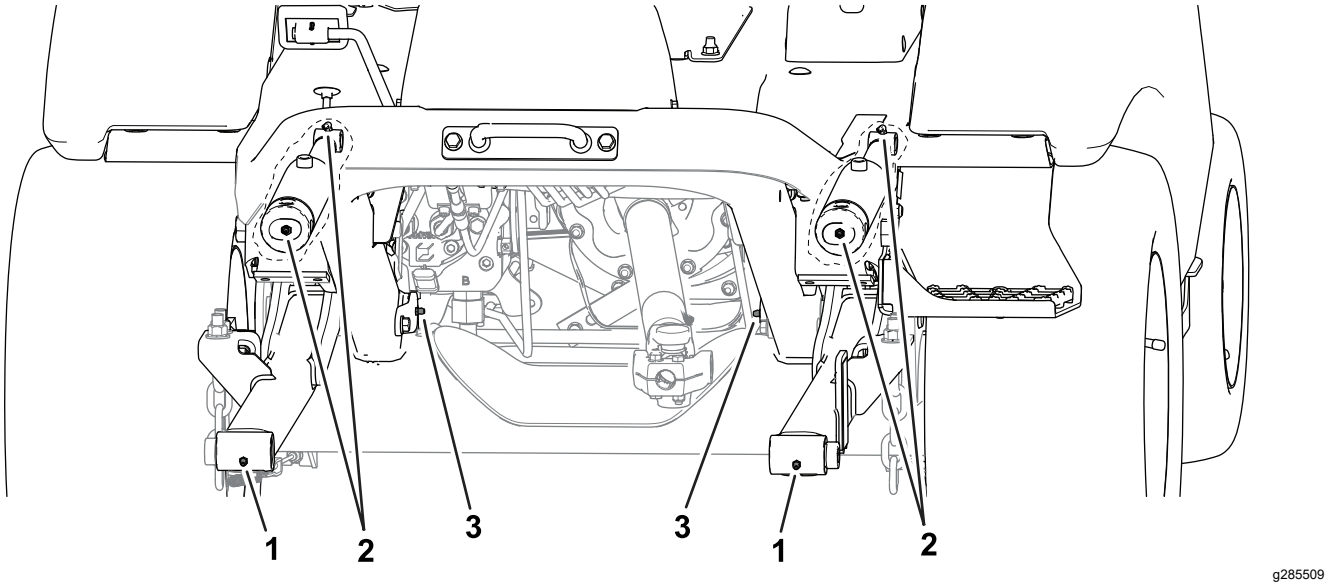

Figuur 47
- **Voorzijde van de machine** (Figuur 47):
- Penkoppelingen van werktuig (2)
- Lagerbussen van hefcilinder (2)
- Penkoppelingen van hefarm (2)